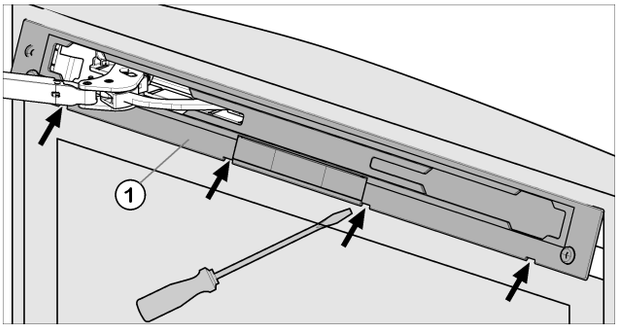

*Fig. 5*
▶ Desencaje el panel *Fig. 5 (1)* con el destornillador para tornillos de cabeza ranurada y retírelo.